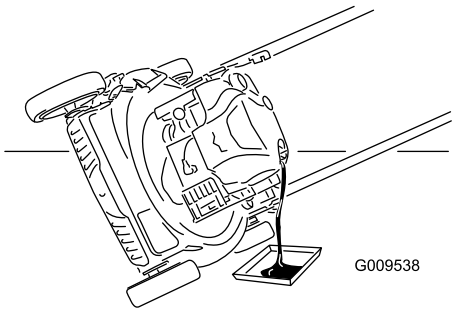

Figur 22
7. Lägg maskinen på sidan med påfyllningsröret nedåt för att tömma ut oljan genom påfyllningsröret i kärlet (Figur 22).